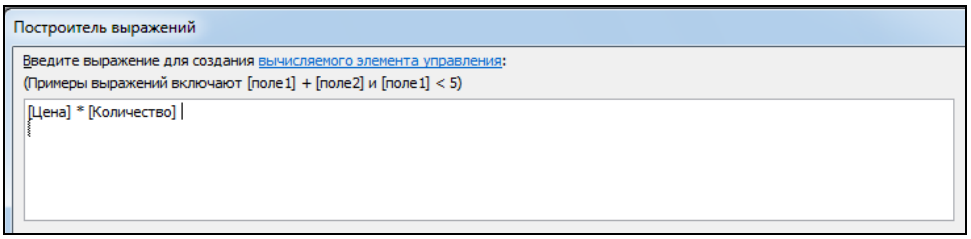

Рис. 3.31. Формула
8. Двойным щелчком мыши имена полей вставляются в формулу (рис. 3.31). После написания формулы нажимается кнопка *ОК*.